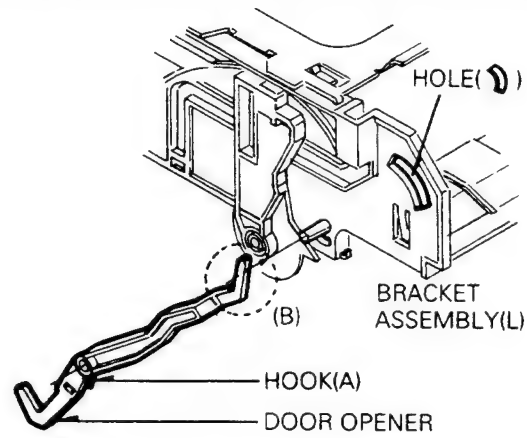

Fig. A-8 Door Opener
1) When reassembling, seat the shaft in the part(A) of Bracket Assembly(L),(R).
8. Door Opener(Fig. A-8)